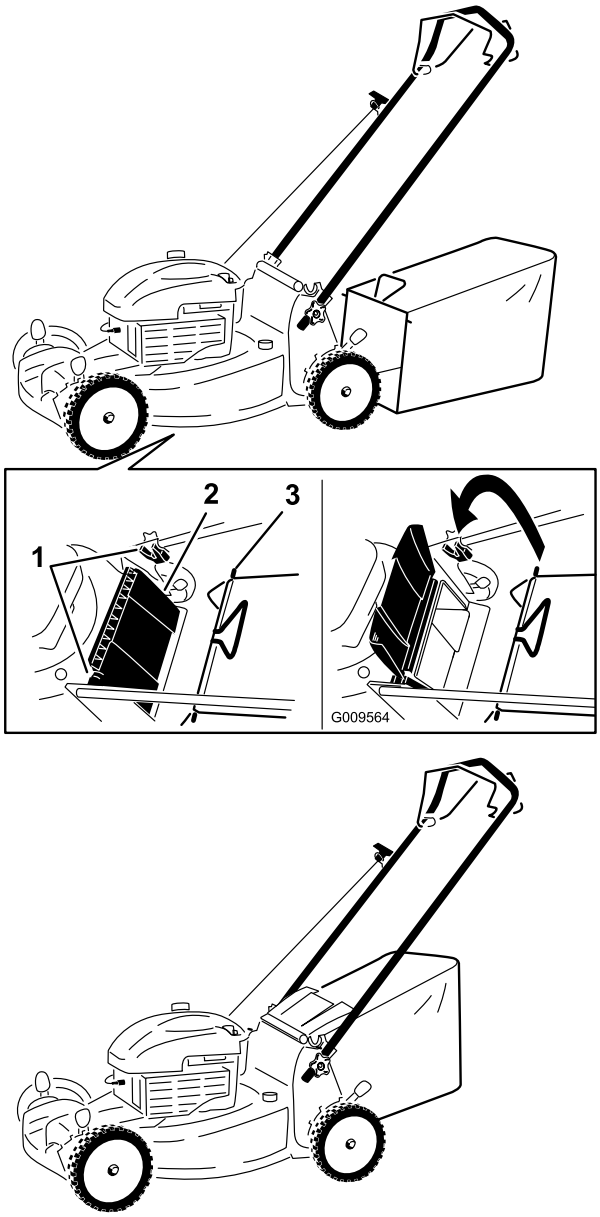

Figur 17
1. Höj och håll upp den bakre gräsriktaren (Figur 17).
2. Montera gräsuppsamlaren och kontrollera att piggarna på uppsamlaren vilar i skårorna på handtaget (Figur 17).